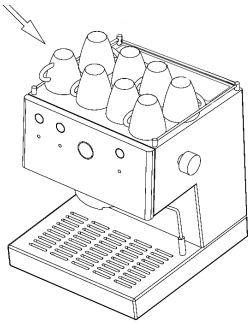

图6
1. 过滤手柄 ❼ 必须始终放在机器 ❽ 中，以保持温暖。处于关闭位置。
3. 将杯子放在暖杯器 ❾ 中。温度（最佳 40 °C / 105 °F）使我们的浓缩咖啡更美味（见图 6）。